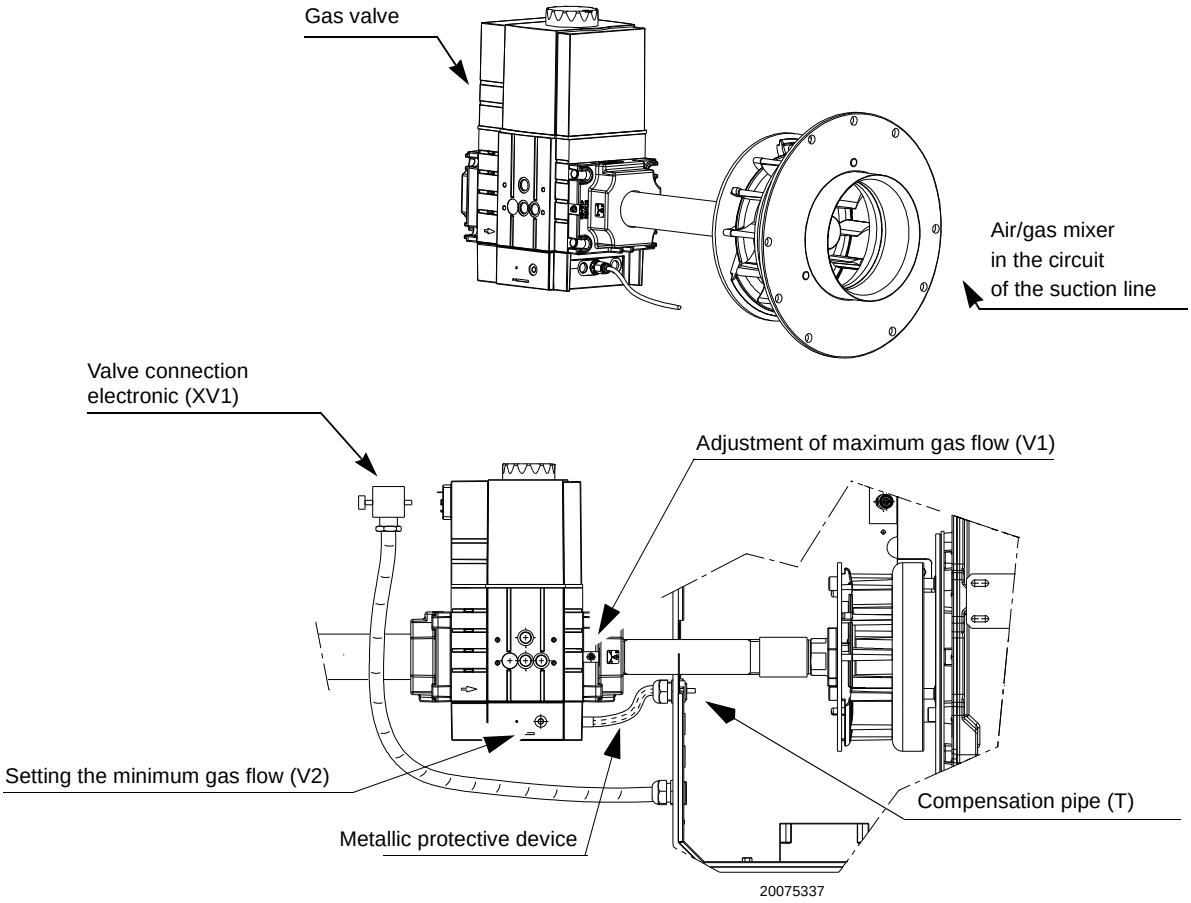

Fig. 13
– bleed the air from the gas pipes using the screw on the socket (Fig. 13 on page 14).